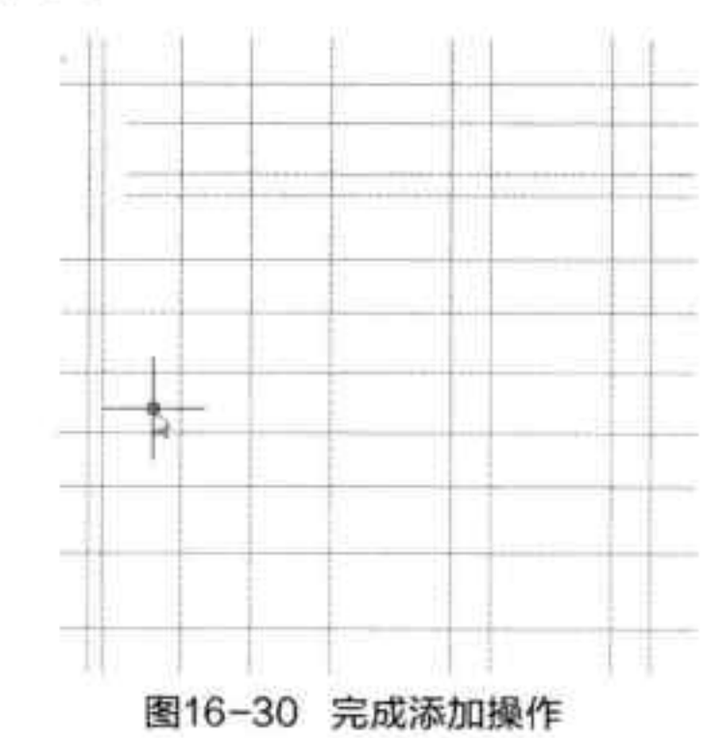

图16-30 完成添加操作
Step 04 指定好后，输入偏移距离值，这里输入“300”，按回车键，完成轴线添加操作，如图 16-30 所示。